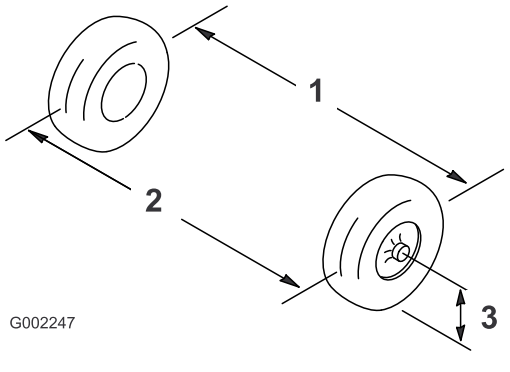

**Figur 96**
2. Mät avståndet mellan framhjulen vid axelhöjd, både framtill och baktill på framhjulen (Figur 96).